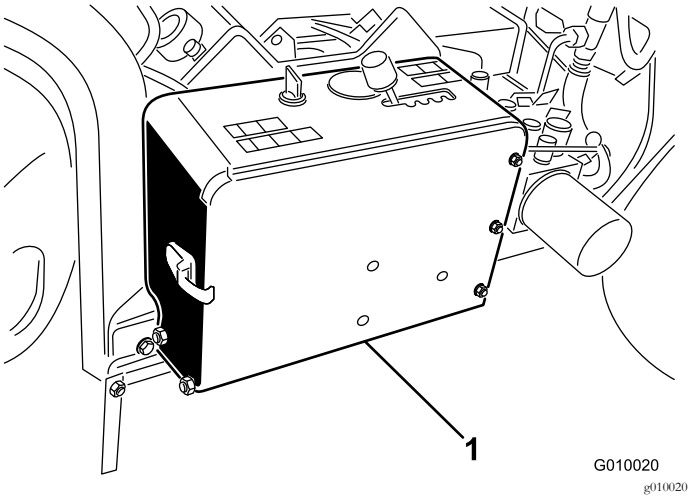

**Figur 5**
2. Fjern batteriet fra batterirommet (Figur 5).